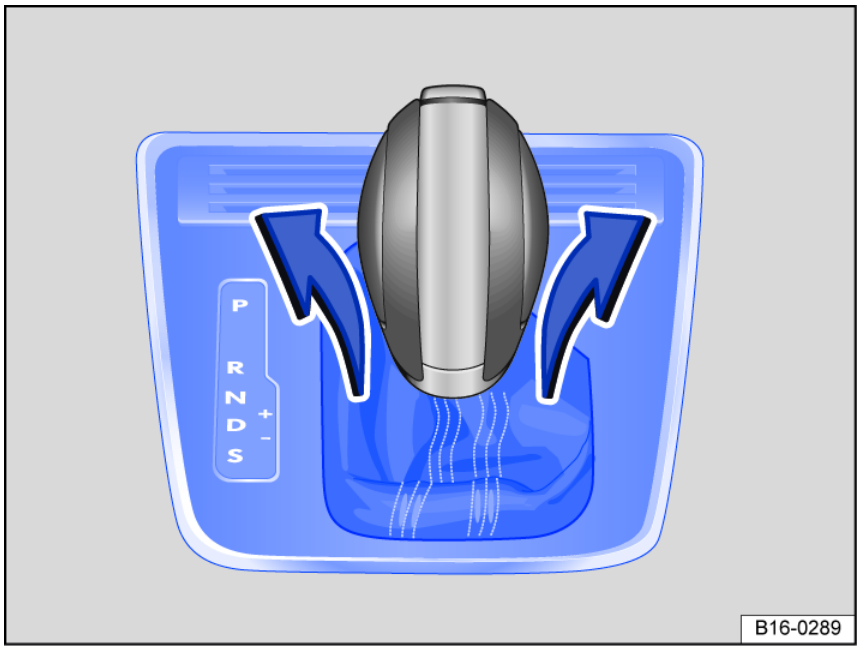

Fig. 93 Remove the cover on the shift gate.
3. Pull the cover near the selector lever boot upward carefully with the wires connected *fig. 93*.